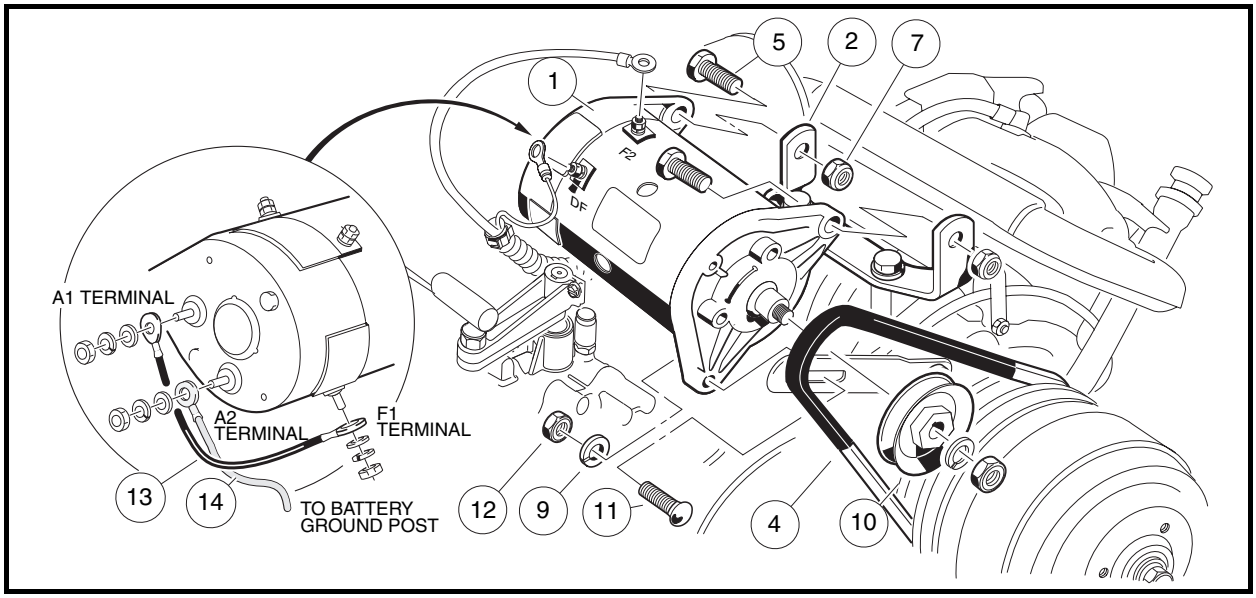

Figure 12-1 Starter/Generator Removal
3. Disconnect the wires from the starter/generator (1). Mark wires before disconnecting. Loosen the pivot nuts (7) and bolts (5) **(Figure 12-1, Page 12-1)**.